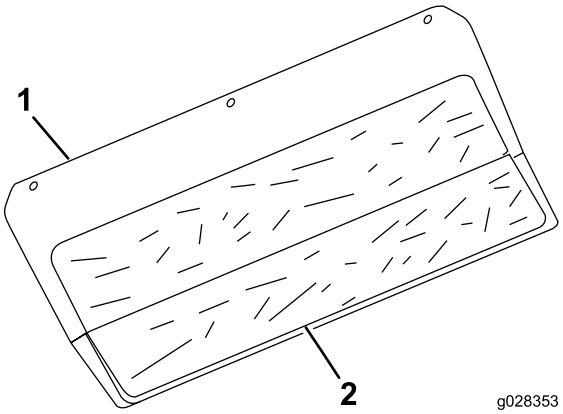

Figur 4
6. Fjern bagsiden, og sæt det klæbende varmeskjoldsmateriale på bagpanelets motorside som vist i Figur 4.